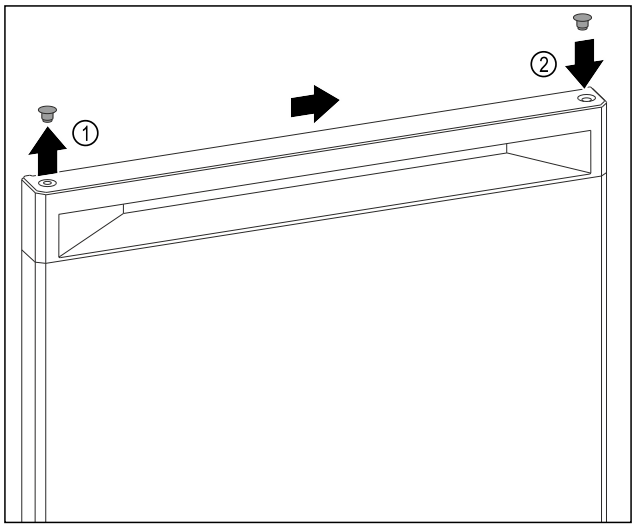

Fig. 9
▶ Løft dekselpluggen til dørens overside *Fig. 9 (1)* forsiktig med skrutrekker.
▶ Sett inn dekselpluggen på motsatt side. *Fig. 9 (2)*